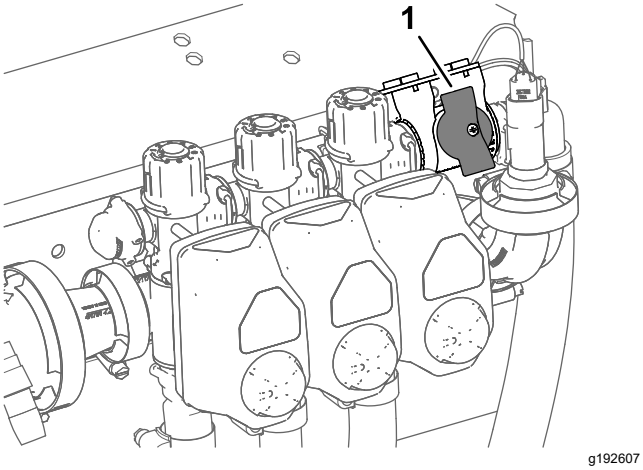

Figuur 45
4. Voor machines die gebruikt worden in de modus gebruiksdosis: zorg dat de knop van de afsluiter van de spuitboomomloop dicht is (Figuur 45).
5. Voor machines die gebruikt worden in de modus gebruiksdosis: zorg dat de afsluiter van de spuitboomomloop dicht is (Figuur 45).